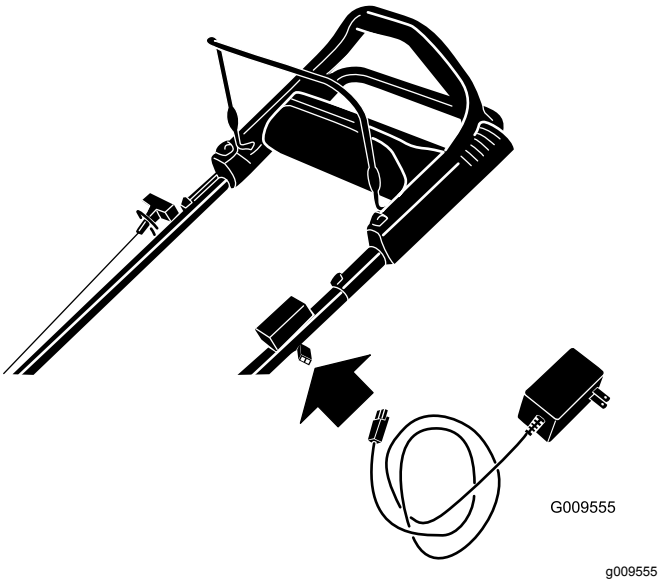

Figur 39
1. Slut opladeren til maskinens ledningsnet neden for tændingsnøglen (Figur 39).